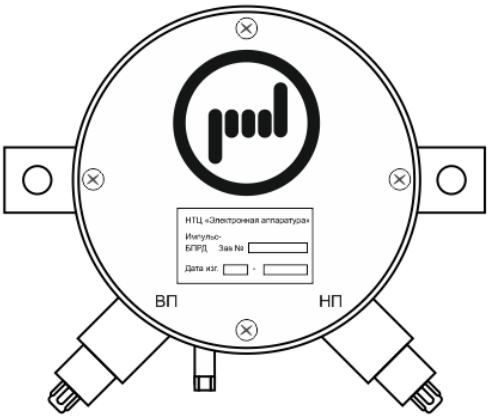
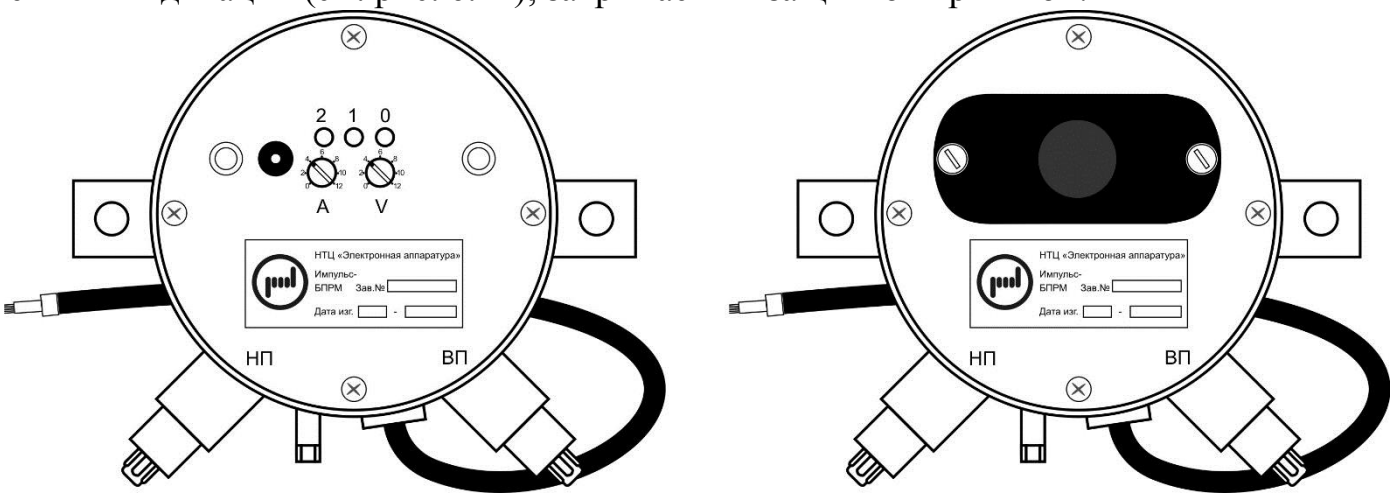

Рис. 6.10
Рис. 6.11
6.4.1.1 Блок передающий (БПРД, см. рис. 6.10) и блок приемный (БПРМ, см. рис. 6.11) имеют схожее конструктивное исполнение. Степень защиты корпусов блоков - IP67. Кожуха извещателя изготовлены из нержавеющей стали. Внутри корпуса установлен субблок на основе печатной платы. На торцевых поверхностях корпусов расположены контакты ВП и НП для подключения соответственно ВП и НП ЧЭ и клеммы для заземления БПРД (БПРМ). контакты ВП и НП закрываются от атмосферных воздействий защитными колпачками. Вблизи с вводами для верхнего и нижнего
6.4.2.1 Конструкция БПРМ извещателя отличается от БПРД наличием, встроенного в торцевую поверхность, кабеля и присутствием на лицевой поверхности органов управления и индикации (см. рис. 6.11), закрываемых защитной крышкой.